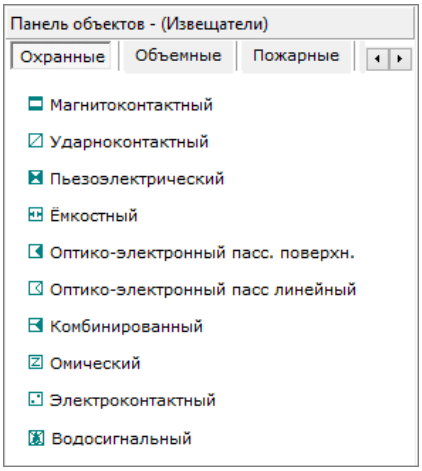

Рисунок 6-480 Панель объектов – Извещатели вкладка "Охранные"
- Охранные (см. Рисунок 6-480),